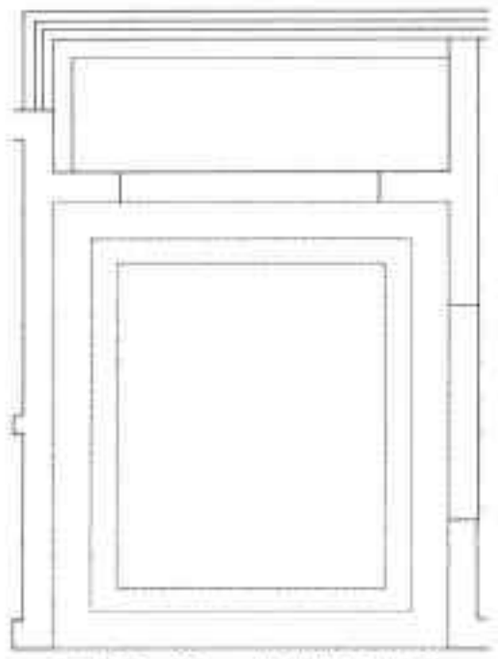

图19-58 绘制窗帘盒
Step 05 执行“圆角”命令，默认圆角尺寸，绘制窗帘盒轮廓，如图 19-58 所示。